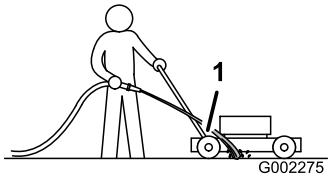

Figuur 36
3. Houd de tuinslang ter hoogte van de handgreep en richt de waterstraal op de grond, net vóór het **rechter** achterwiel (Figuur 36).